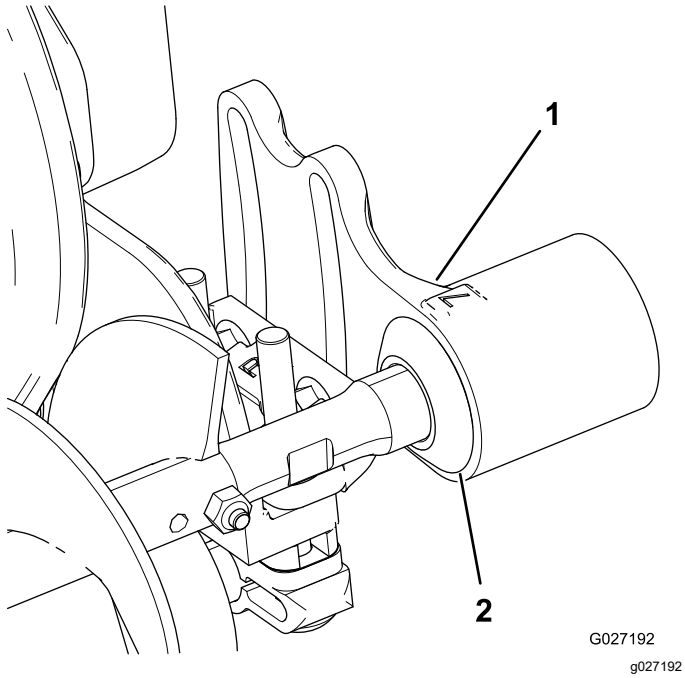

Figure 11
1. Faites glisser chaque joint d'étanchéité vers l'extérieur jusqu'à ce qu'il soit en léger contact avec chaque logement de roulement (Figure 11).